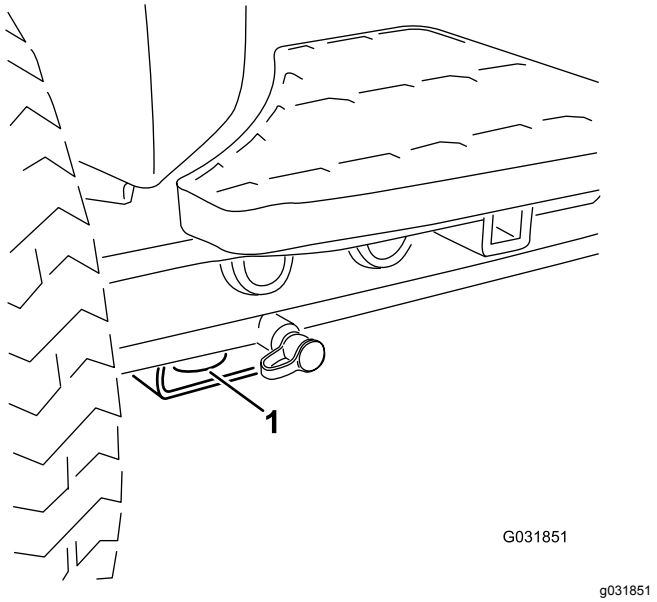

Figur 41
- Foran – hullet i den rektangulær platen, under akselrøret, innenfor hver av de fremre festepunktene (Figur 41)